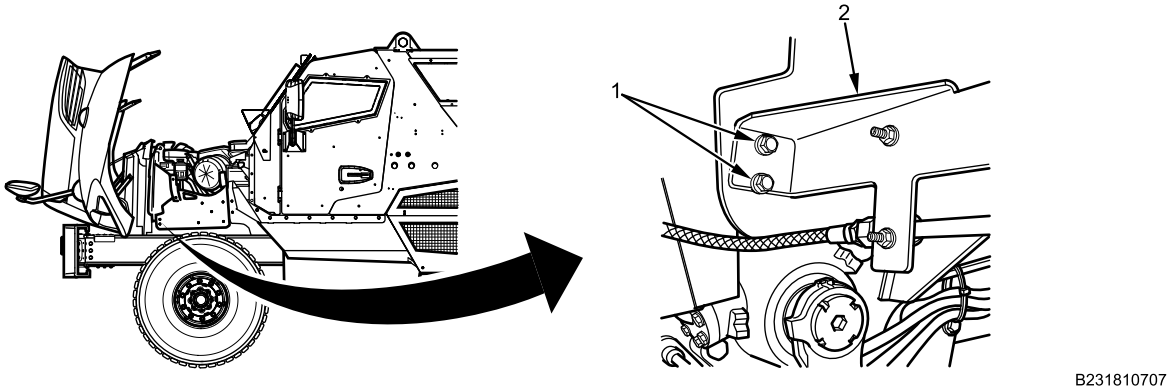

Figure 1. Tire Fire Suppression System (FSS) Bracket.
1. Remove two bolts and hex locknuts (Figure 1, Item 1) from tire FSS bracket (Figure 1, Item 2) and position bracket aside. Discard hex locknuts.